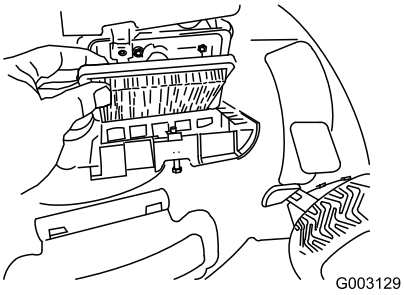

**Figuur 33**
3. Vervang het luchtfilter (Figuur 33).